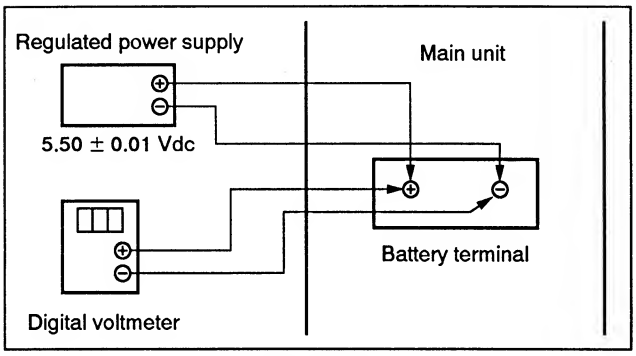

Fig. 7-3-5.
1) Connect the regulated power supply and the digital voltmeter as shown in Fig. 7-3-5.